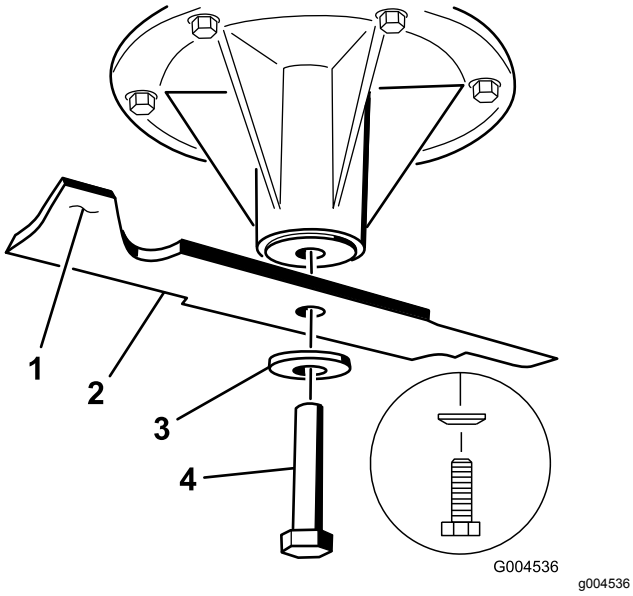

Figuur 113
1. Monteer het mes op de as (Figuur 113).
2. Monteer de veerschijf en de mesbout (Figuur 113).
Opmerking: De conus van de veerschijf moet worden gemonteerd op de boutkop (Figuur 113).